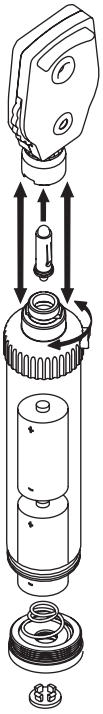

Fig. 2
Verificar periodicamente a condição da bateria, assegurando-se de que nenhum sinal de corrosão ou oxidação esteja presente, no caso de terem de ser substituídas, é altamente recomendável usar novas alcalinas. Para a substituição da bateria, ver fig.2.
Remover a cabeça do Oftalmoscópio conforme recomendado no procedimento de operação (Ver fig.2).
b) Uma vez aberto, inserir as baterias com atenção para a direção dos pólos (ver fig.2).